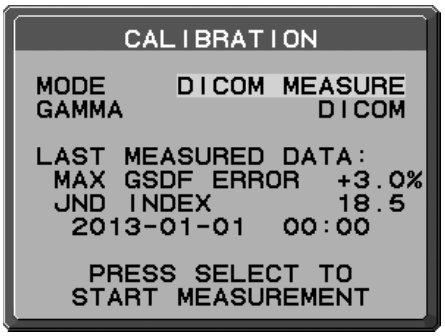

Figure D.1
2. Utilisez les touches « GAUCHE » et « DROITE » pour sélectionner la MESURE DICOM pour le MODE de sélection **(Figure D.1)**.